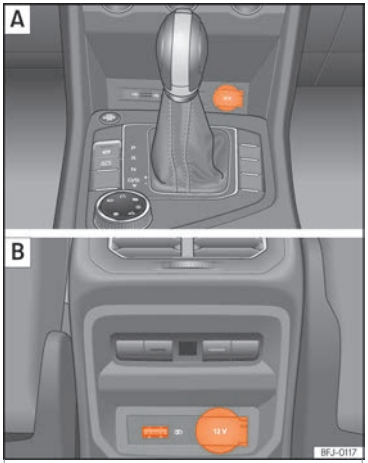
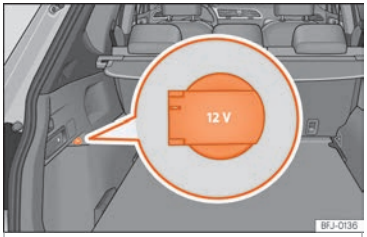

Fig. 183 A Console centrale: presa di corrente a 12 V anteriore. B Parte posteriore della console centrale: prese elettriche USB e da 12 V.
Fig. 184 Particolare del rivestimento laterale del bagagliaio: presa elettrica da 12 Volt.
– Alzare la copertura della presa di corrente ››› fig. 183, ››› fig. 184.
Queste entrate USB si trovano nella parte posteriore della console, tra i sedili anteriori ››› fig. 183 B. Questi connettori possono funzionare ad una potenza massima di 10,5 W per porta.